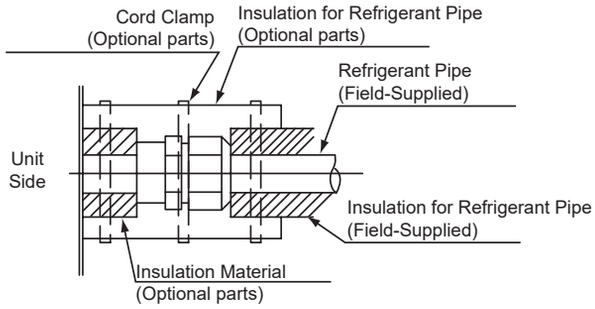

Fig. 5.3 Insulation on Pipes
(3) After connecting the refrigerant piping, seal the refrigerant pipes by using the Field-supplied insulation material as shown in Fig. 5.3.